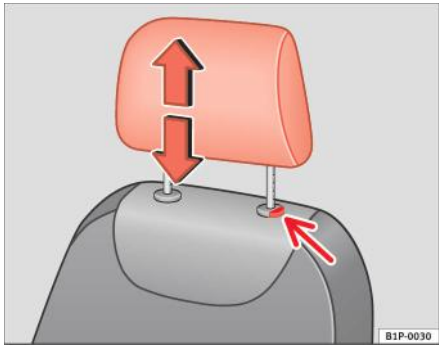

Fig. 88 Reglarea şi demontarea tetierelor
– Apăsați butonul ⇒ fig. 88 (săgeata).